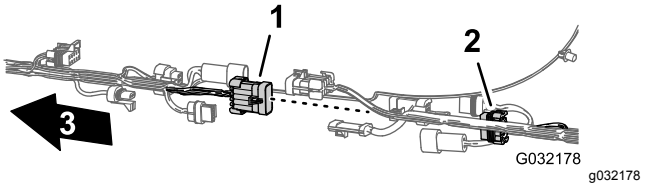

Figuur 34
2. Koppel de 6 paar connectors tussen de voorste en achterste kabelbomen af; zie afbeelding Figuur 29 tot Figuur 34.